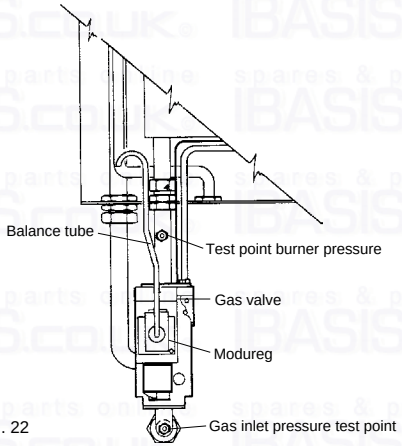

Fig. 22
b. Loosen the screw in the burner pressure test point (fig. 22) and attach a gauge.
e. Disconnect one of the wires from the «Modureg» (fig. 22), this will reduce the burner to minimum which should read 3.0 mbar +/- 0.5 mbar. If the burner pressure is not as stated check the inlet working pressure (fig. 22) which should be minimum 20 mbar. If that is correct, consult Ferroli. No attempt should be made to alter D.H.W. burner pressure.